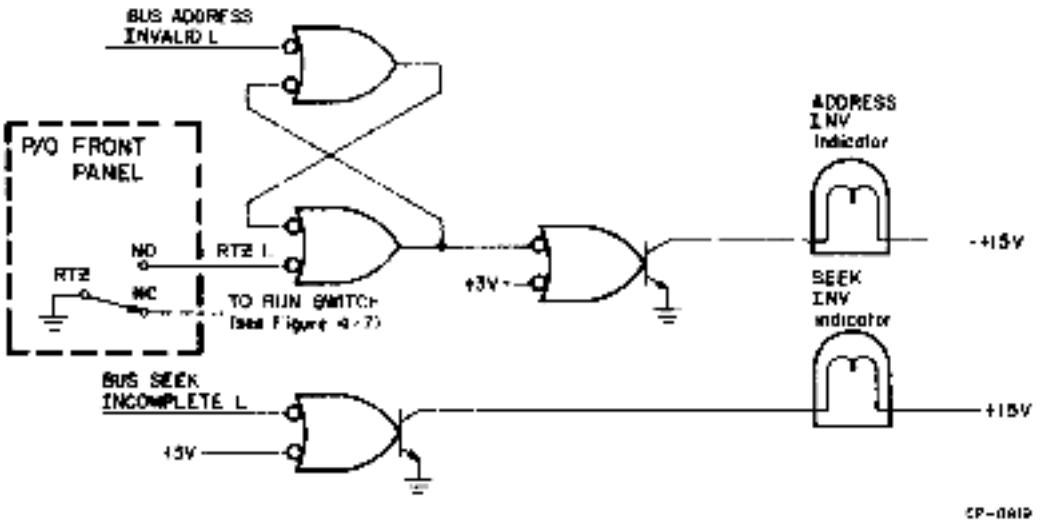

Figure 4-11 Fault Detect Logic
4.3.2.5 Fault Detect Logic – The fault detect logic monitors the disk drive fault inputs (Figure 4-11). When BUS ADDRESS INVALID L asserts, the flip-flop sets turning the driver on. When the driver turns on, a ground is applied to the ADDRESS INV indicator causing it to illuminate. The indicator remains illuminated until the RTZ switch is set to the up position resetting the flip-flop. When BUS SEEK INCOMPLETE L asserts, a ground is applied to the SEEK INC indicator.